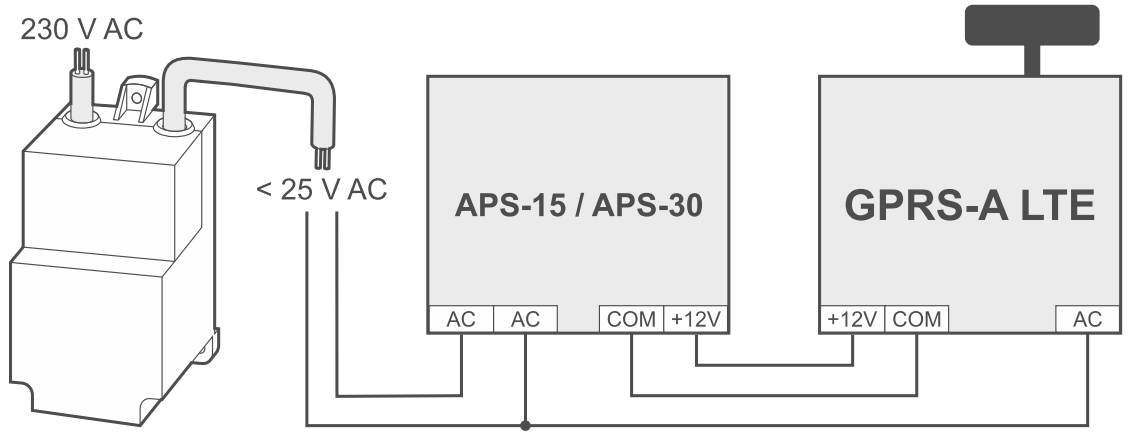

Рис. 2. Пример подключения питания и контроля наличия / частоты переменного напряжения, если модуль запитан от блока питания APS-15 / APS-30 компании SATEL.
2. Если модуль запитан от блока питания APS-15 или APS-30 компании SATEL, к клемме входа AC можно подключить провод вторичной обмотки трансформатора, который подает переменное напряжение на блок питания (рис. 2). Это позволит модулю GPRS-A LTE контролировать наличие переменного напряжения или измерять его частоту.